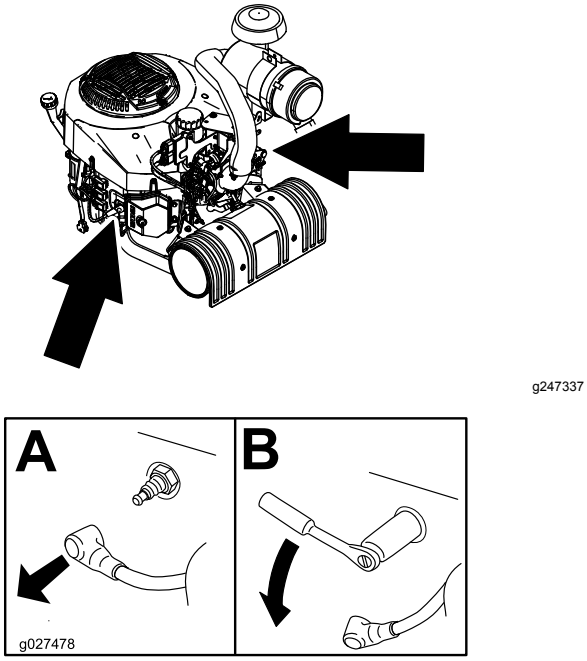

Figuur 37
3. Zoek en verwijder de bougie(s) zoals wordt getoond in Figuur 37.